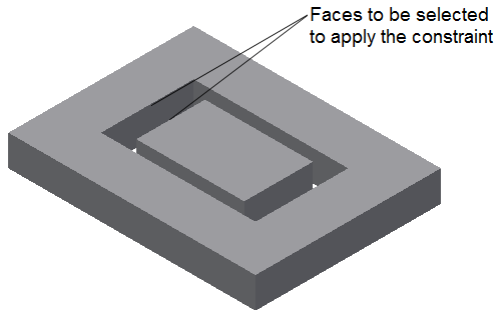

Figure 18-36 *Faces selected to apply the Mate constraint*
8. Now, apply the Mate constraint with an offset value of 10 mm between the selected faces as shown in Figure 18-36; the Inner Plate shifts toward right.